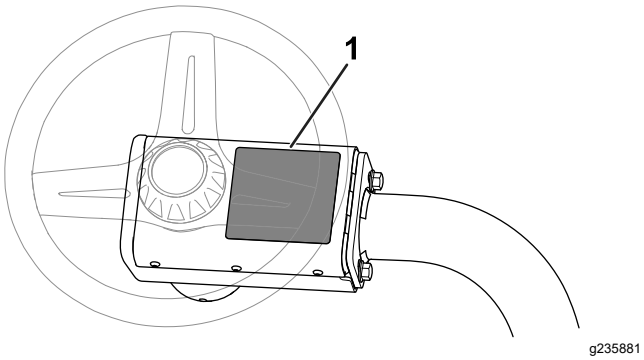

Figuur 8
- Breng de CE-waarschuwingssticker (onderdeelnummer 136-8505) aan over de aanwezige waarschuwingssticker (onderdeelnummer 136-8506). Figuur 8 toont de locatie van de waarschuwingssticker.